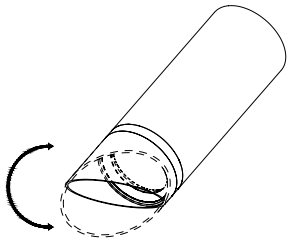

Fig. 4c
3. Adjust the snoot to the right position (if needed) (Fig. 4c).
3. Régler l'ambout dans la bonne position (si besoin) (Fig. 4c).